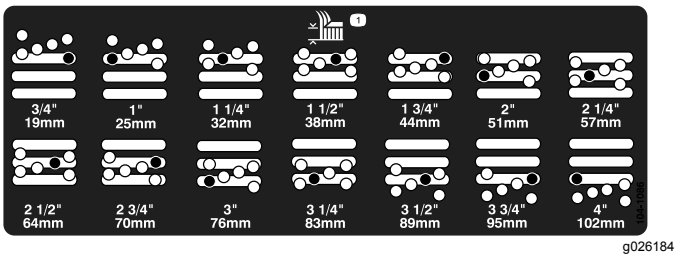

Figur 8
4. Ta bort distansbrickan samtidigt som du stöttar kammaren (Figur 8)
5. Flytta kammaren till önskad klipphöjd, montera distansbrickan i avsett klipphöjdshål och -spår (Figur 8).